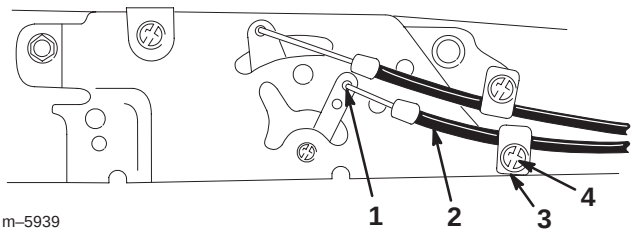

Figure 5
3. Attach the inner wire of the throttle cable to the top hole in the throttle control lever as shown in Figure 5.
4. Loosen the cable clamp and insert the cable behind it (Fig. 5).